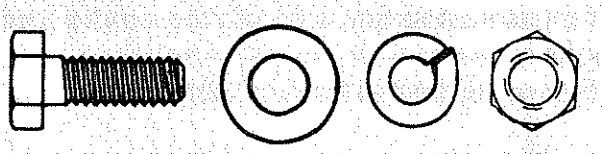

Fig. 37A
2. Locate four hex head bolts and put a flat washer on each. (Figure 37A)